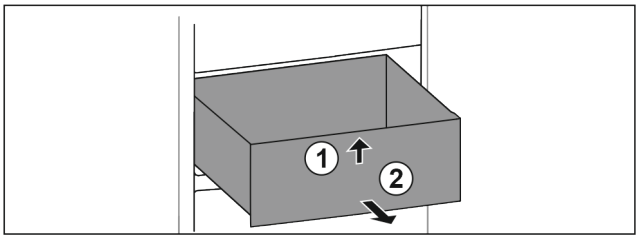

Fig. 98
▶ Lift up drawer at the front. *Fig. 98 (1)*
▶ Remove drawer to the front. *Fig. 98 (2)*